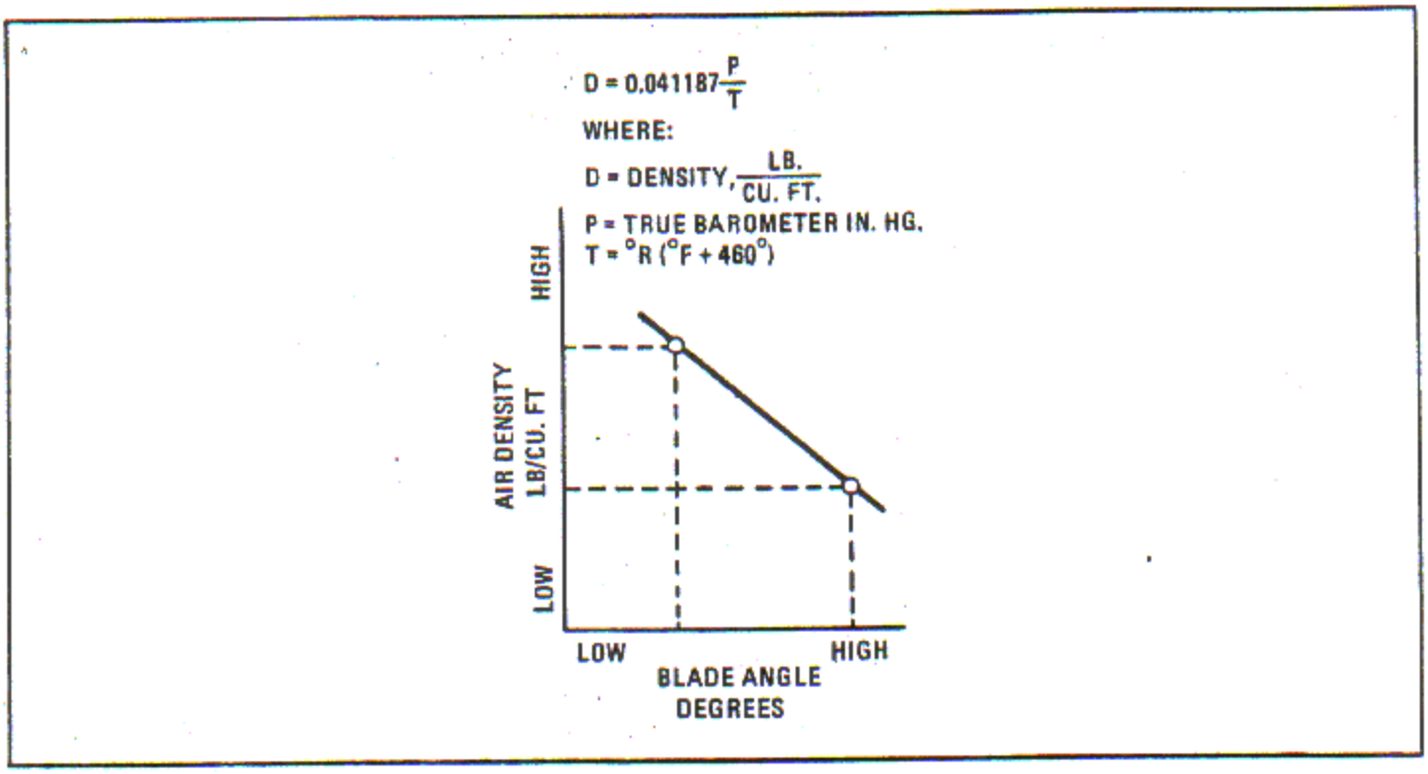

Figure 10-6. Air Density - Blade Angle Curve
e. As the information is obtained from each engine run-in, the calculated air density (which is determined from the barometer and thermometer readings) is plotted on a graph against the club blade angle. Density increases with increased atmospheric pressure and/or lower temperature. The pattern of these points should indicate a consistency in data being obtained and the slope of the air density - blade angle curve. See figure 10-6.
10-38. BLADE ANGLE SETTINGS. The procedure outlined above has described the method for setting two blade angles which will absorb normal rated horsepower of a particular engine model under conditions of high and low air densities. Test requirements may vary between different operators and for this reason a different arrangement of limit switches and switching circuits, as shown in figure 10-6 may be more desirable.